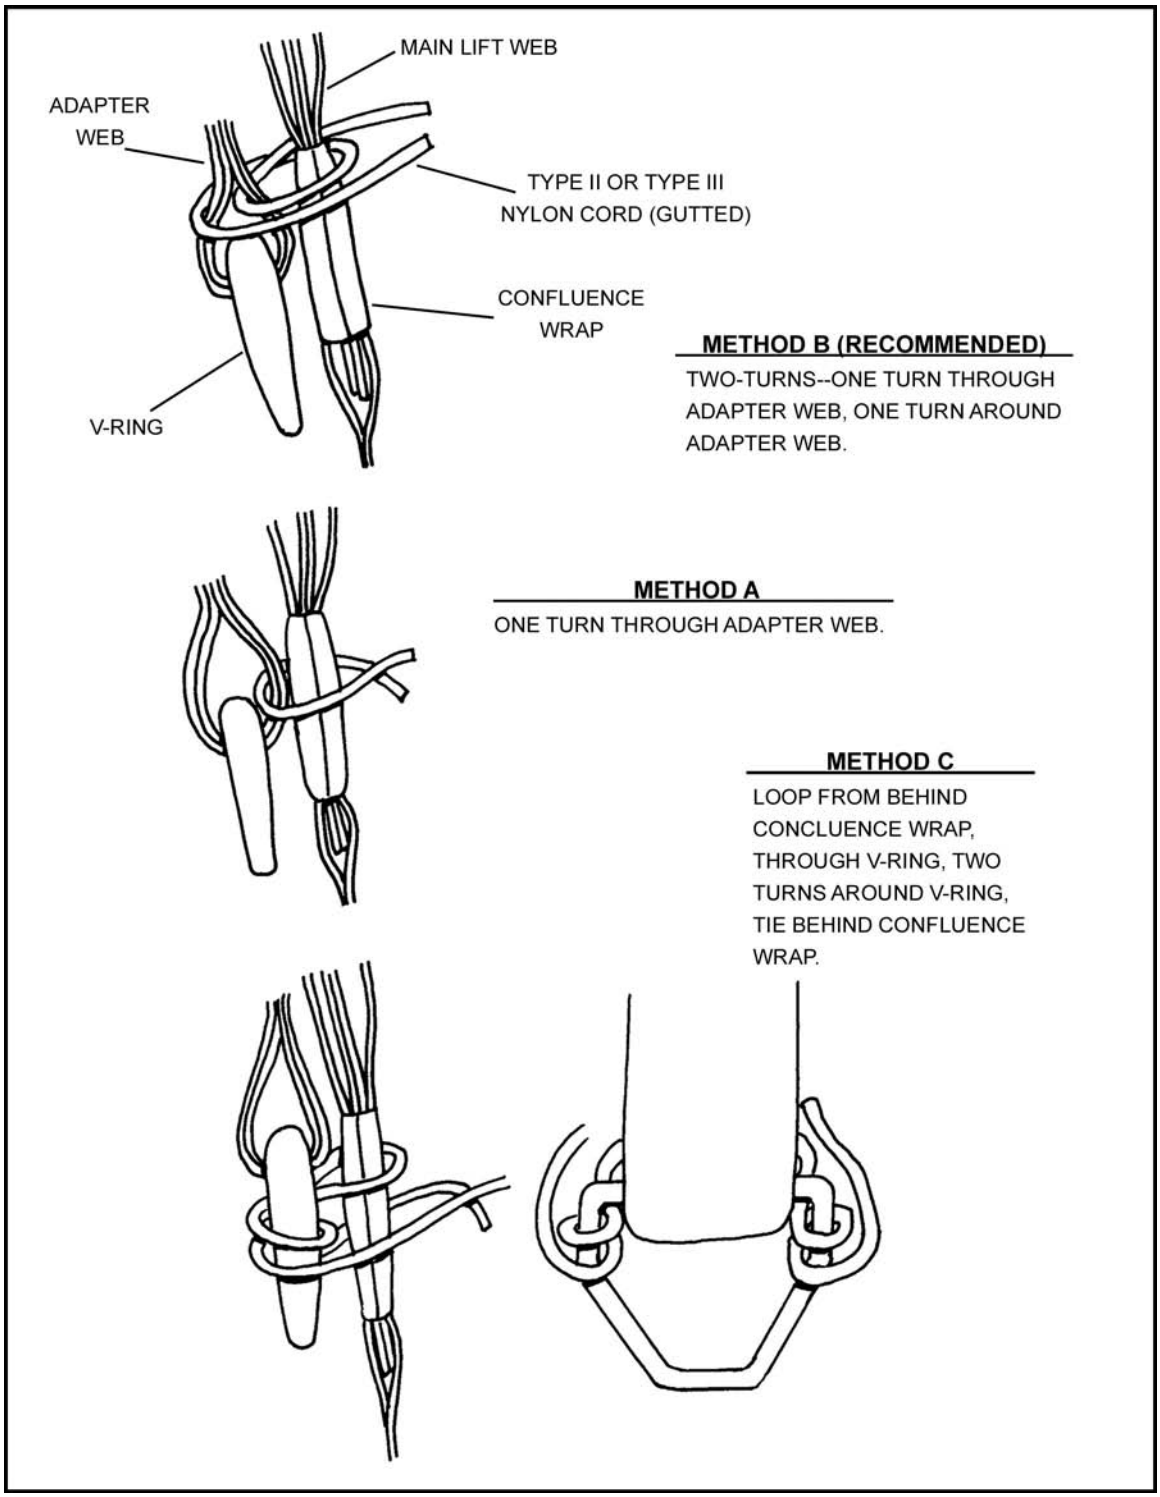

Figure 12-6. Securing lowering line adapter web with Type II or Type III nylon cord.
b. When attaching equipment to be lowered, the web must be routed under the waistband. Type II or III nylon cord (gutted) is used to eliminate slack between the accessory attaching ring and the parachute harness main lift web. This is done by making one turn through the accessory attaching ring loop in the adapter web, and one turn around the main lift web of the parachute harness and the lowering line adapter web (Figure 12-6). The loose ends must be tied together using a suitable joining knot such as a square knot followed by two overhand knots or a surgeon's knot.